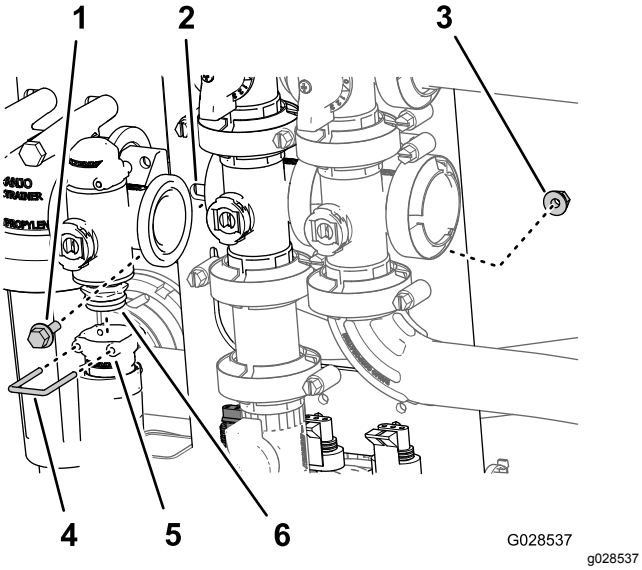

**Figur 89**
2. Fjern holderen som sikrer utgangsnippelen til manifoldet for mengderegulatorventilen (Figur 89).
3. Fjern de to flenshodeskruene og de to flensede låsemutterne som sikrer mengderegulatorventilen, og fjern ventilmanifoldet fra maskinen (Figur 89).